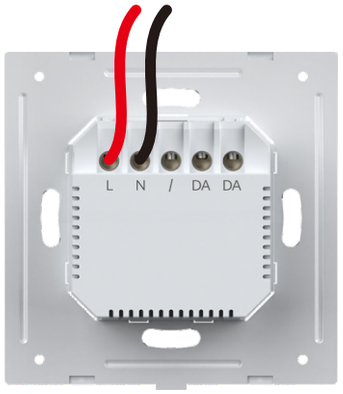

图1
② 使用手机打开NFC Lighting APP，在“首页”点击【读/写智能设备】，将手机感应区域靠近旋钮面板NFC感应区，读取旋钮面板参数，根据需求设置参数后(详细见P8)，点击右上角【写入】，再将手机感应区域靠近旋钮面板NFC感应区，即可直接写入旋钮面板。
③ 见图1，使用手机NFC读取写入参数后，将火线接入智能开关L接口， 零线接入N接口， 确认电源线与开关接线柱接触良好，无裸露的铜线。(电子开关的前置保护装置不能高于35A)